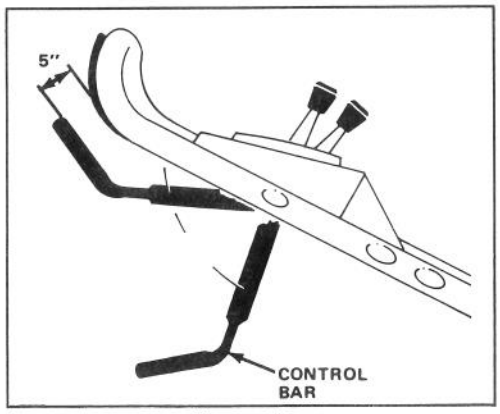

Figure 13
2. Push the control bar down to the lowest position (Fig. 13). This 'latches' the mechanism prior to engaging the blade.
7. Slowly lift the control bar to a point where the bag just begins to inflate (about 5" below the handle) (Fig. 13). This indicates that the mower blade is engaged and has begun to rotate.